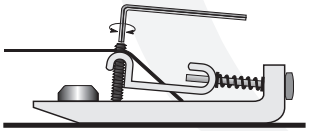
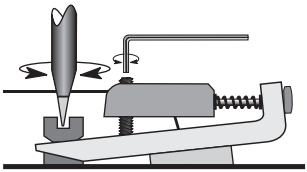
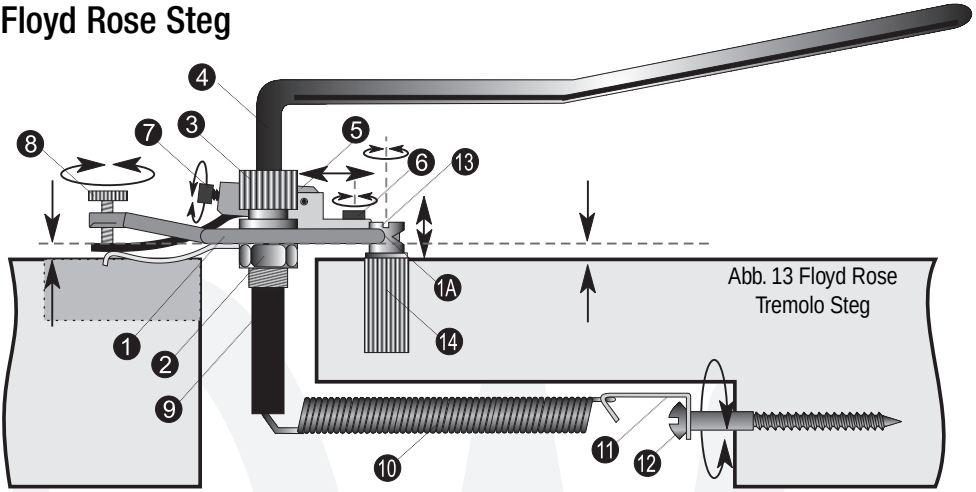

Abb. 11
Abb. 12
Abb. 13 Floyd Rose Tremolo Steg
Bei den traditionellen Tremolostegen des Typs Vintage (mit sechs Schrauben am Korpus befestigt) wird die Saitenhöhe über den Bünden auf dieselbe Weise bestimmt wie bei den fixierten Stegen, die am Gitarrenkorpus angeschraubt sind (Abb. 11), nämlich durch die Änderung der Höhe der einzelnen Saitenreiter. Bei den neueren Bauarten, bei denen die Stegunterlage durch zwei Stifte gestützt wird (einschließlich Floyd-Rose-Konstruktionen), reguliert man die Einstellung der Saitenhöhe über den Bünden durch das Rein- oder Rausdrehen dieser Stifte. Die Saitenhöhe aller Saiten wird dadurch gleichzeitig verändert. Der richtige Verlauf der Saiten über den Bünden (Radius) wird durch die Veränderung der Höhe der Stegunterlage unter den Saitenreitern und die Einstellung der einzelnen Saitenreitern, oder, wie bei einem fixiertem Steg, durch die Veränderung der Höhe von jedem einzelnen Saitenreiter (Abb. 12).
Die Richtigkeit der Einstellung des ganzen Systems wird an der Lage des Steges nach dem Stimmvorgang ersichtlich. Das System ist dann richtig eingestellt, wenn bei einer gestimmten Gitarre, die Tragplatte senkrecht zu den Schraubenachsen steht, auf denen die Klingen der Tragplatte gestützt sind. Am häufigsten wird das durch die parallele Einstellung der Ebene der Tragplatte des Steges zur Korpusebene der Gitarre erreicht (Abb. 13). Dieser Zustand wird durch die Stimmung der Gitarre und die Korrektur der Einstellung der Tragplatte durch das Rein- oder Rausdrehen der Einstellungsschrauben der Federspannung erreicht (Abb.12). Das Ziel dieses Vorgangs ist der Ausgleich der Saitenzugkraft durch die Einstellung der Federspannung. Je nach Stärke der aufgezogenen Saiten sollte die Federspannung verringert oder vergrößert werden. Stärkere Saiten benötigen eine höhere Federspannung, also müssen die Schrauben rein oder rausgedreht werden (12). Sätze mit geringerer Stärke bedürfen einer Lockerung der Federspannung. Mit dieser Methode wird der optimale Zustand erreicht, bei dem die Federn die Spannung der richtig gestimmten Saiten ausgleichen und die Stegplatte parallel zur Korpusebene verläuft.
der Schrauben wieder in Funktion gebracht werden. Spätere Stimmung ist nur mit den Feinstimmern möglich, die sich auf dem Steg befinden (Abb. 13 - 8).